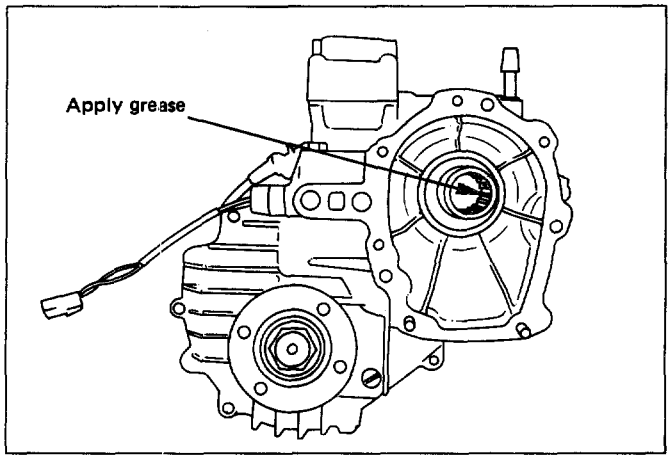

Fig. 7D-5
- Apply a thin coat of molybdenum disulfide grease to the input shaft spline (Fig. 7D-5).
- Transmission-transfer bolt (Fig. 7D-6)